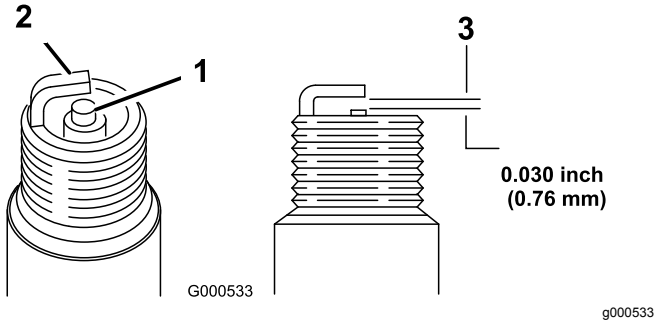

Figur 45
1. Se på midten av tennpluggene (Figur 45).
2. Kontroller mellomrommet mellom midten og siden på elektrodene (Figur 45) og bøy sideelektroden hvis mellomrommet ikke er korrekt.